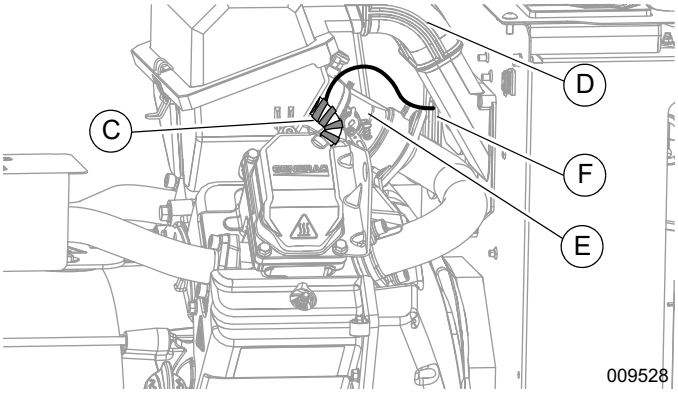

Figure 5. Tuyau du reniflard (série 800)
1. Voir ***Figure 5***. Enroulez le réchauffeur du reniflard (C) autour du tuyau du reniflard, uniformément espacé comme illustré, en veillant à ce que les câbles conducteurs soient en haut. Enveloppez le réchauffeur et le tuyau du reniflard avec une bande d'étanchéité (déjà fournie) pour fixer le réchauffeur.